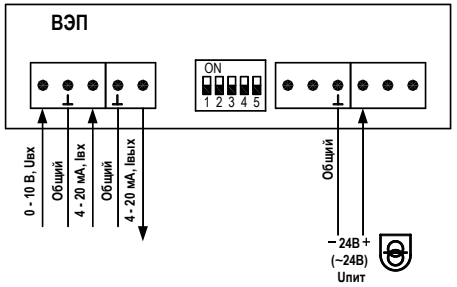

Рисунок 3.1 Схема подключения с управлением аналоговым сигналом.
- аналоговое, 4-20 мА или 0-10 В (схема подключения рис. 3.1);